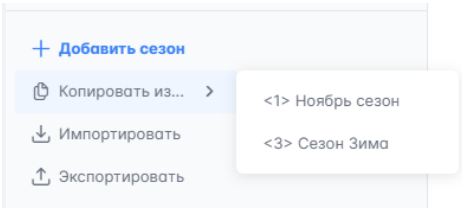

Рисунок 138 – Копирование сезона. Выбор сезона
1. На панели управления сезонами нажать на Копировать из..., откроется контекстное меню со списком всех сезонов, созданных на вкладке (рисунок 138).